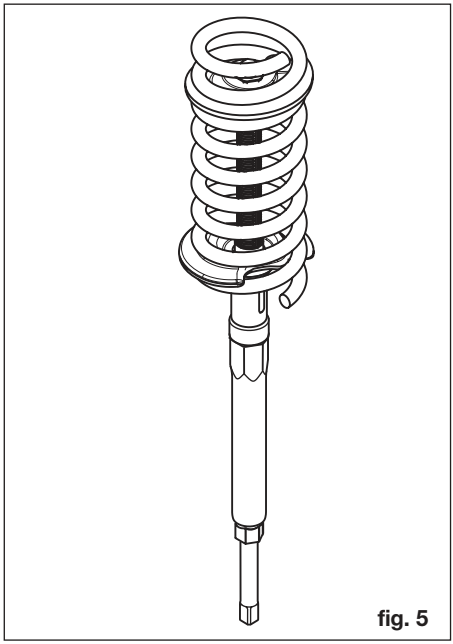

fig. 5
- Operate drive with the tubular box-end wrench ⑥ and the reversible ratchet ⑧ **(figure 5**).
- When removing the spring from the fixing device/rubber protectors, retain with tubular box-end wrench ⑦ in order to avoid turning/twisting of the tensioning jaw.